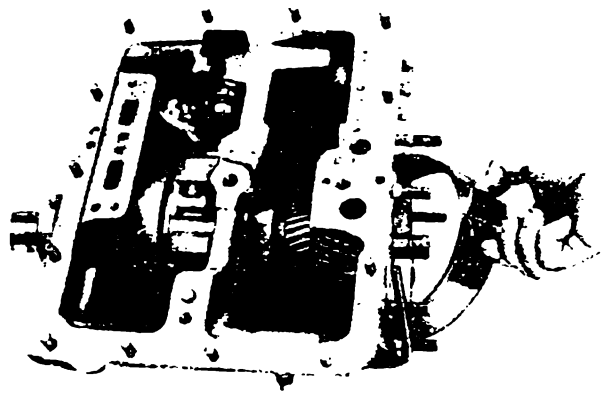

Рис. 95. Снятие ленты заднего тормоза
34. Сожмите концы ленты и выньте ее через отверстие в задней стенке картера коробки передач (рис. 95).